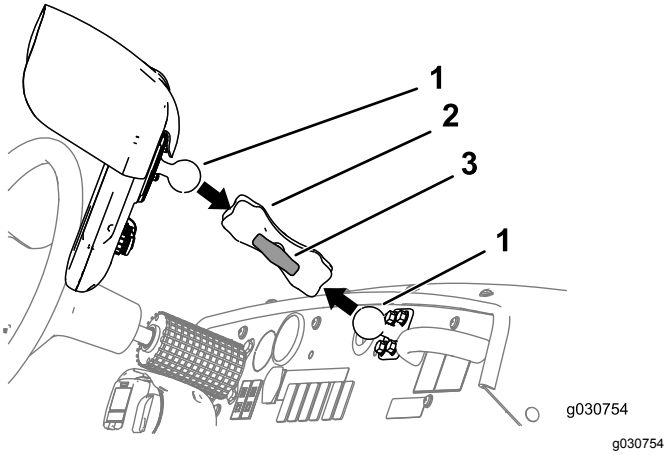

Figur 159
3. Lossa vredet till skärmarmen tills du kan föra in både kultappen för kopplingen på baksidan av sprutskärmen och kultappen för fästet på instrumentbrädan i skärmarmen (Figur 159).
4. Från förarsätet (vänstersätet) justerar du läget på sprutskärmen så du enkelt kan se skärmen (Figur 159).
5. Dra åt vredet till skärmarmen för hand (Figur 159).